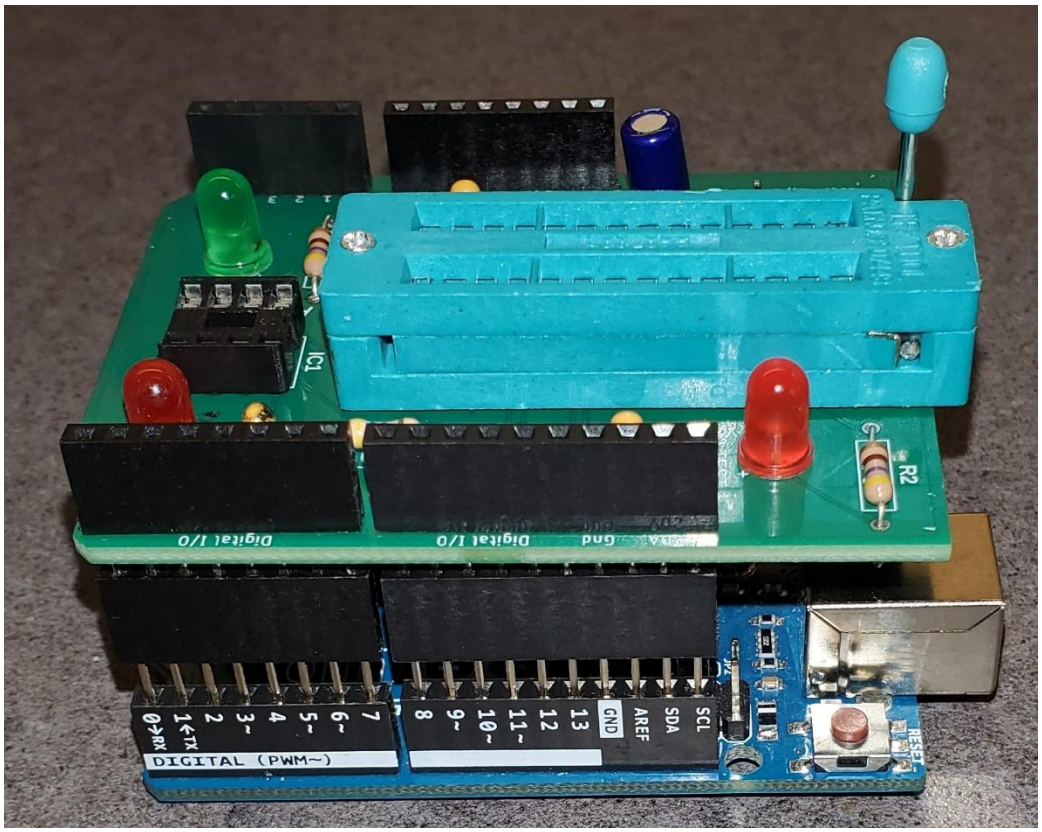

Figure 1. Photo of the Programmer.
Figure 1 is a photo of the programmer for this project. It consists of a custom designed Arduino shield board that is stacked on top of an Arduino Uno. The Uno must be version R3 or earlier, i.e. must use the 8 bit ATmega328P microcontroller (not the Uno R4 or Q, which use 3.3 volt, 32 bit microcontrollers).
The photo in figure 1 shows a zero insertion force (ZIF) socket for programming the 28 pin ATmega328(P) microcontroller chips. An ordinary 28 pin DIP socket may be used. If so, care must be taken when inserting the chip to ensure that all pins are correctly inserted into the socket. The 8 pin ATtiny85 is less of a problem since it only has 8 pins and not 28 pins. An ordinary 8 pin DIP socket is shown in figure 1.